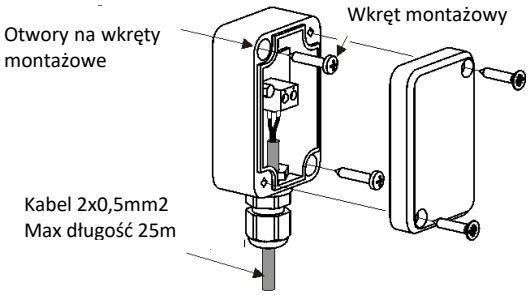

Rysunek 24. Podłączenie czujnika temperatury zewnętrznej CT10P (brak w podstawowym wyposażeniu kotła)
- podłączyć czujnik temperatury obiegu grzewczego na lewej ścianie skrzynki rozdzielczej sterownika (patrz Rysunek 24)